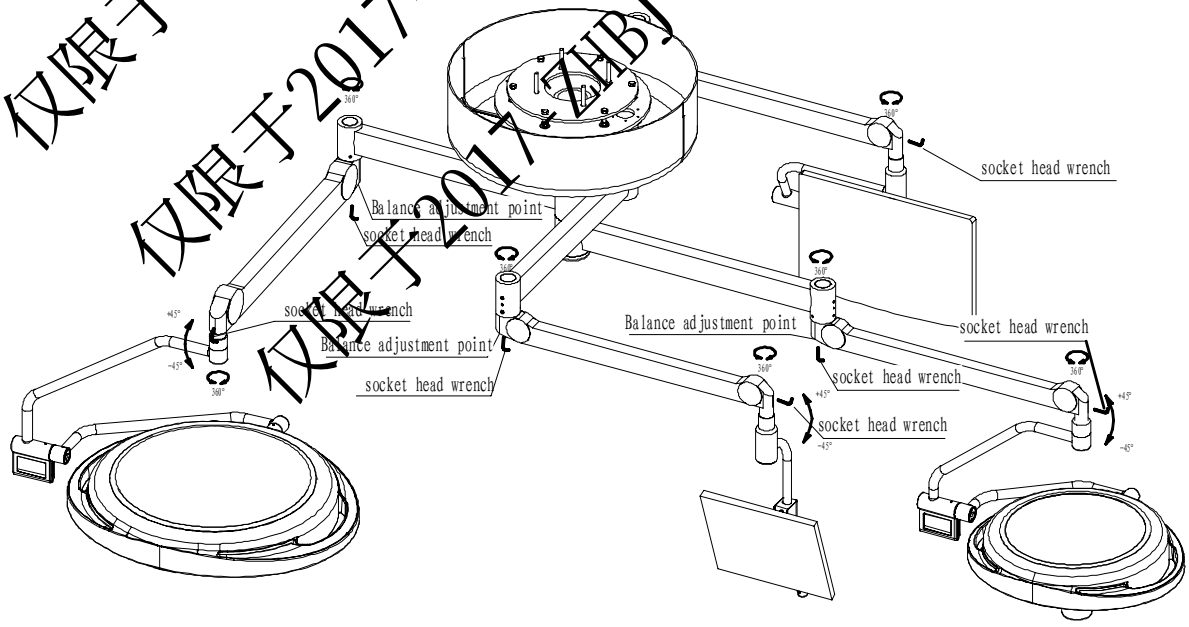

Figure 4-7 Sketches for the adjustment of OL97 series LED Shadowless Surgical light
- Insert the socket head wrench into the regulating port at the front end of spring arm, turn clockwise and loosen it. This will enable the lighthead to be moved up and down (Figure 4-7).
There is rotational damping in the principal axis of the revolving arm. The strength of the damping directly affects the location of the lighthead. If the lighthead does not stay at the desired place or if it feels stiff to move, use a screw driver to regulate the damping by turning the rotation damping screw clockwise or counter-clockwise (Figure 4-7).